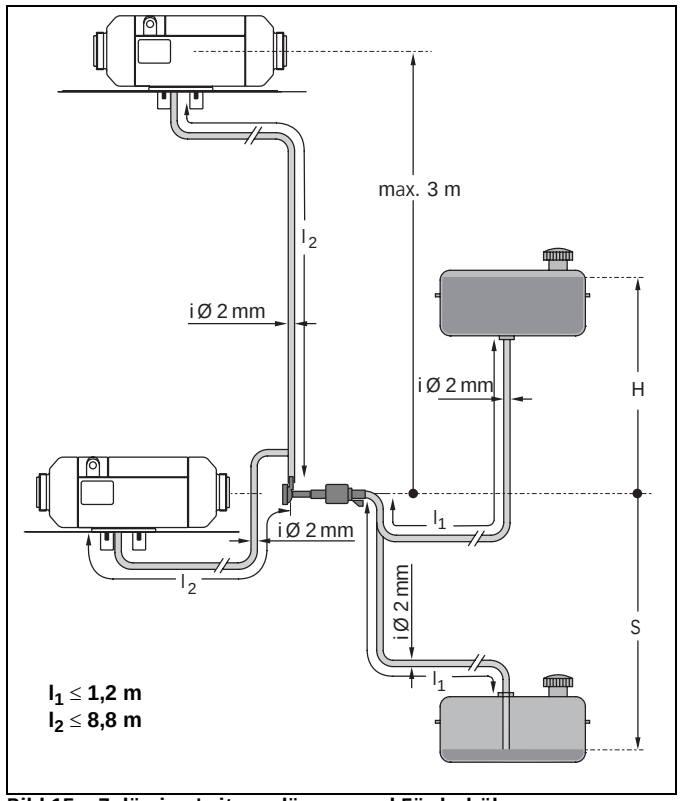

Bild 15: Zulässige Leitungslängen und Förderhöhen
Der Brennstoff wird dem Kraftstoffbehälter des Bootes oder einem separaten Brennstoffbehälter entnommen. Die Angaben über zulässigen Druck an der Brennstoffentnahmestelle sind Bild 15 zu entnehmen.
- Dosierpumpe nahe beim Tank montieren. Entfernung vom Tankentnehmer siehe Bild 15.